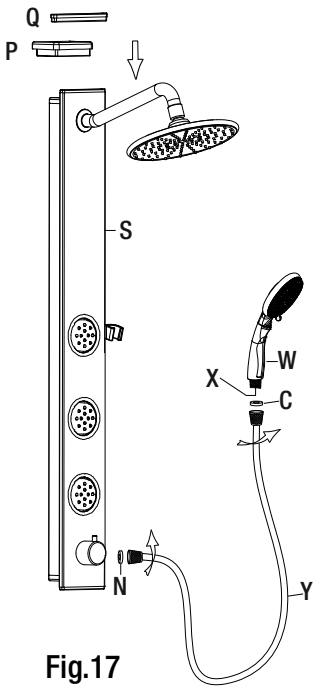

Fig.17
- Install top cover (P) and the stainless cover (Q) on the shower column (S), see Fig. 17.
- Check to see that check valve (X) is pre-installed in handheld shower head (W). Attach long flexible shower hose (Y) to the shower column (S) and handheld shower head (W) with rubber washers (N) and (C) as shown in figure 17.